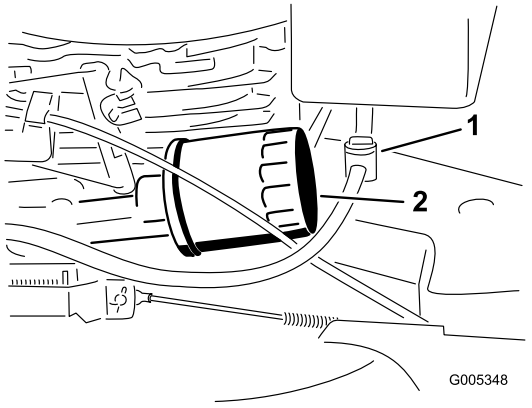

Rysunek 27
5. Umieść szmatę pod filtrem oleju, aby wchłonęła olej wyciekający podczas usuwania filtra (Rysunek 27).
3. Zamknij zawór paliwowy (Rysunek 27).